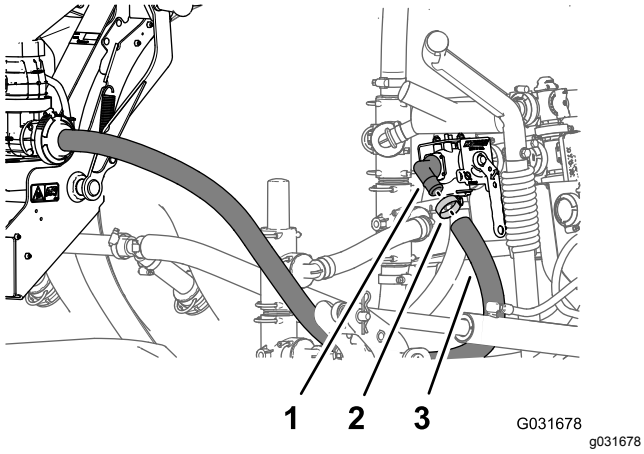

Figur 227
1. Ret den frie ende af udlederforsyningsslangen ind med 90°-fittingen med modhager på væskeafbryderventilen, og monter slangen over fittingen (Figur 227).